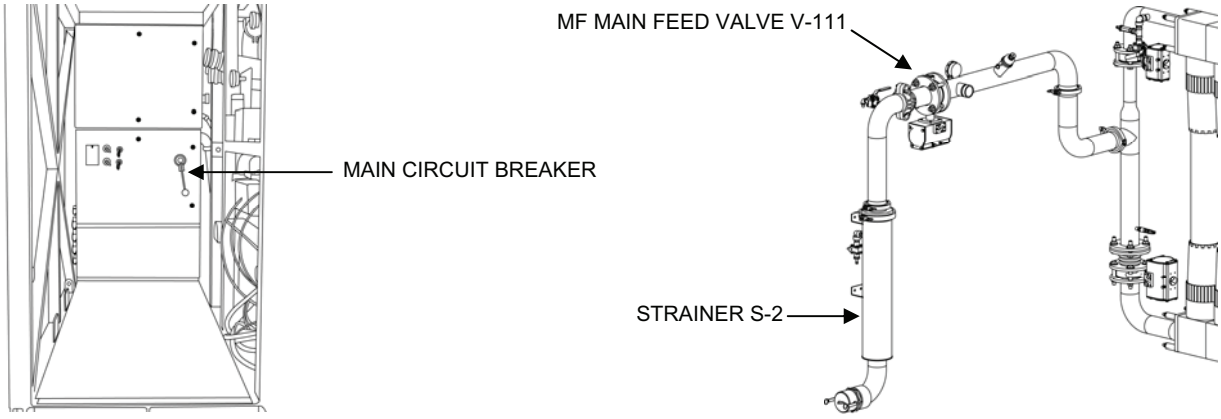

Figure 2. Main Circuit Breaker, Valve V-111 and Strainer S-2.
1. Turn the main circuit breaker to the OFF position. Valve V-111 will open to drain any residual MF cleaning solution back into Strainer S-2. After 1 minute, turn the main breaker back to ON to close the valve (Figure 2).